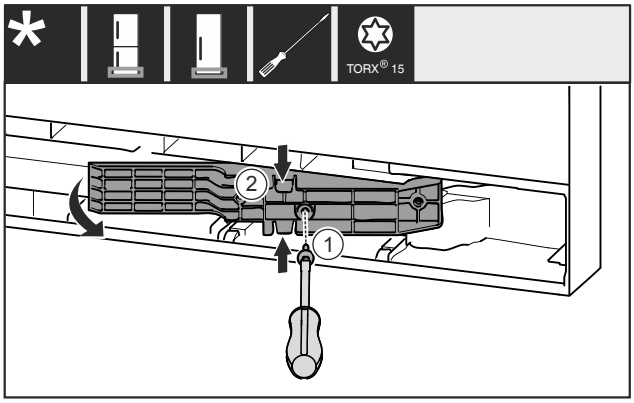

*Fig. 22 **
- ▶ Remove the screw *Fig. 22 (1)*.*
- ▶ Gently press the adapter piece *Fig. 22 (2)* together at the top and bottom and pull it out.*